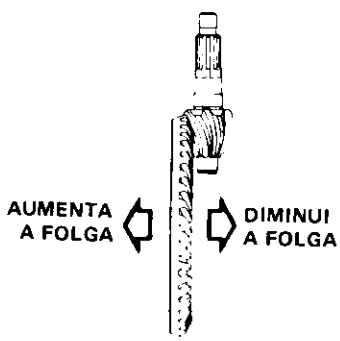

FIGURA 15
c) Se for necessário aumentar ou diminuir a folga, solte o anel "X" e aperte o anel "Y" (ou vice-versa) na mesma proporção, de modo a não alterar a pré-carga dos rolamentos (ver figura 15).